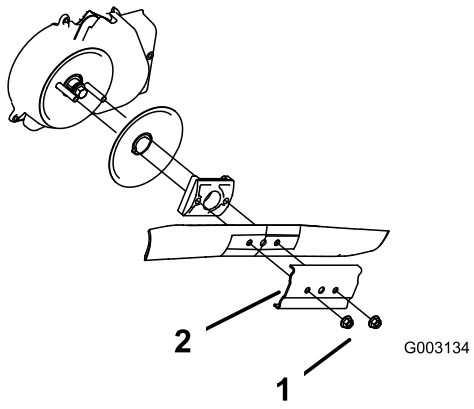

Figure 46
3. Remove the 2 blade nuts and the stiffener (Figure 46).
4. Remove the blade (Figure 46).
5. Install the new blade (Figure 46).